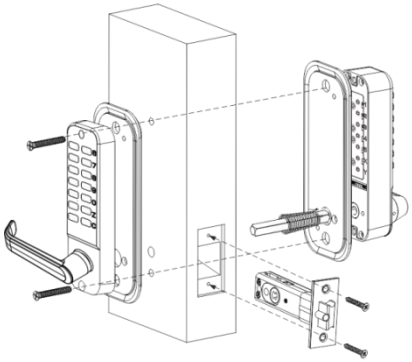

FIG8A
4)35~42mm thick door installation,of the front panel lock,and Insert the other end into the hole on the back panel.After installation,use the accompanying rubber gasket and mounting screws.(as Fig 8A)